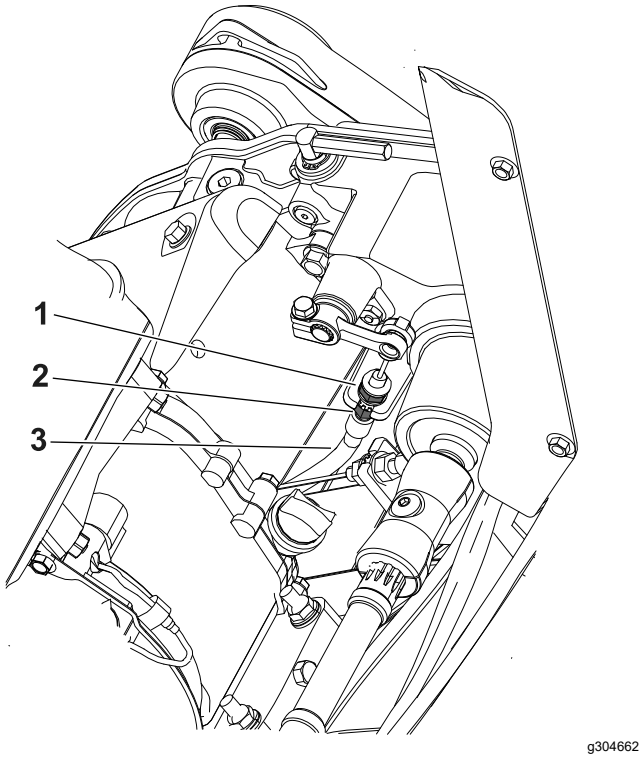

Rysunek 37
- Aby zwiększyć napięcie linki, poluzuj przeciwnakrętkę przedniej linki i dokręć tylną przeciwnakrętkę (Rysunek 37). W razie potrzeby powtórz krok 2 i wyreguluj napięcie.
- Aby zmniejszyć napięcie linki, poluzuj tylną przeciwnakrętkę i dokręć przeciwnakrętkę przedniej linki (Rysunek 37). W razie potrzeby powtórz krok 2 i wyreguluj napięcie.